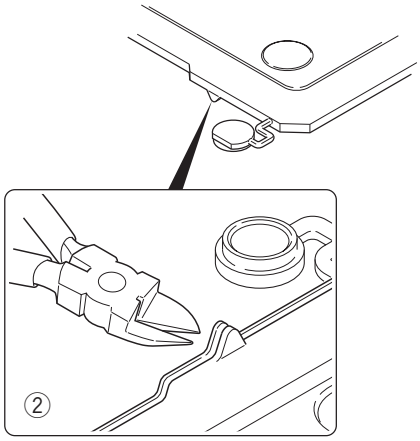

Fig. 6-3
Note : If the GPS receiver is installed, cut the base of the convex tab of the top packing with a pair of nippers, or similar tool. (Fig. 6-3 ②)